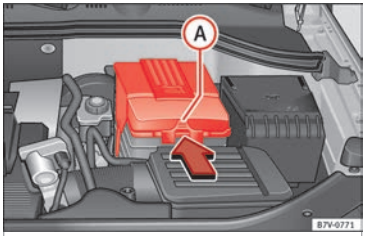

Fig. 172 In the engine compartment: Remove the cover from the vehicle's battery.
- *In the case of a cover:* press the tab ››› Fig. 172 Ⓐ in the direction of the arrow and pull the cover upwards.